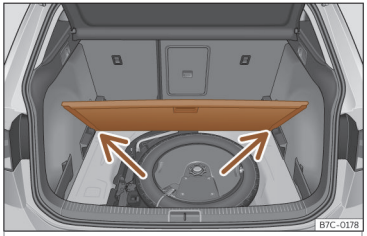

Fig. 110 Suelo variable del maletero: posición inclinada.
• Apoye el piso sobre los alojamientos previstos para tal uso››› **fig. 110** (flechas).